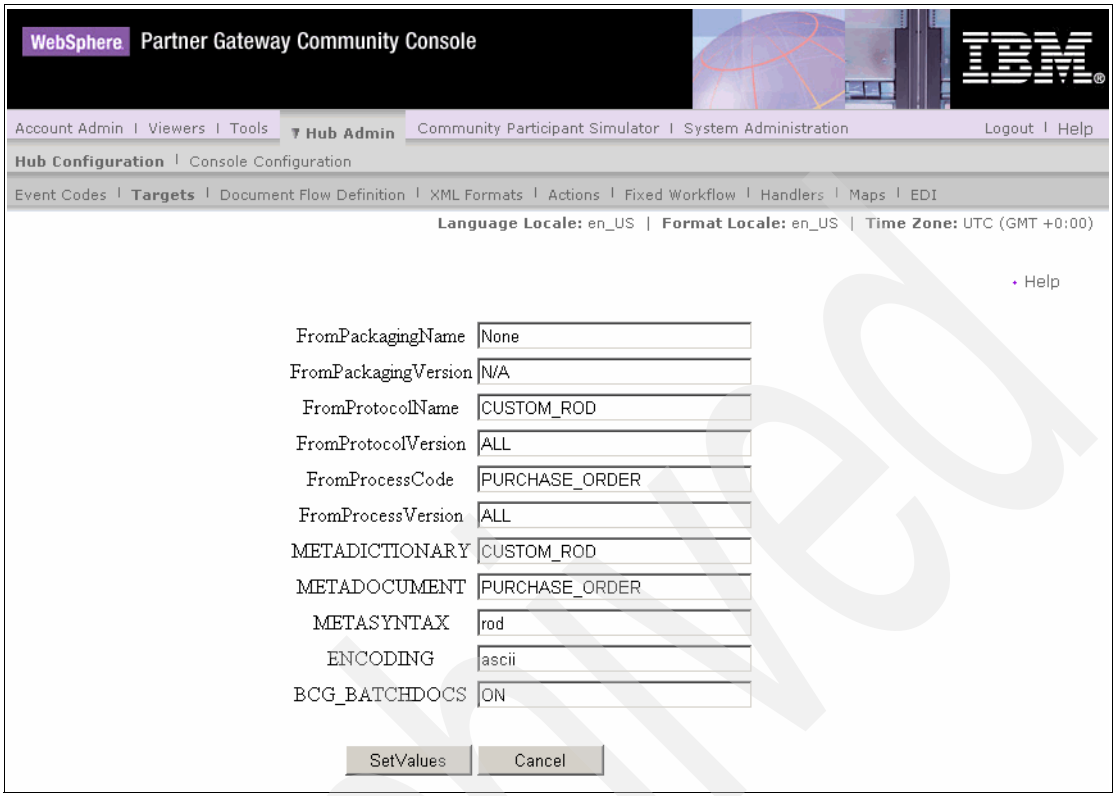

Figure 15-63 Configuring the RODSplitterHandler
6. Click **Configure** next to the preprocess handler window to fill in the attributes required to configure the RODSplitterHandler. These values give the DICTIONARY and DOCUMENT information of the input ROD document to the handler, as shown in Figure 15-63 on page 519.